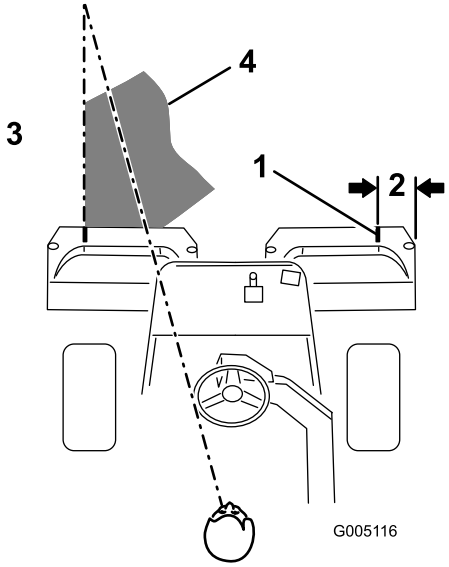

**Rysunek 25**
**Informacja:** Aby ułatwić sobie utrzymywanie prostej linii jazdy po terenie trawiastym i utrzymywać równą odległość od krawędzi poprzedniego koszenia, wyobraź sobie linię docelową znajdującą się w odległości od 1,8 do 3 m przed maszyną do krawędzi nieskoszonej części trawnika (Rysunek 25). Zewnętrzną krawędź kierownicy potraktuj jako odcinek linii – utrzymuj krawędź kierownicy na jednej linii z punktem znajdującym się zawsze w tej samej odległości od przedniej części maszyny.